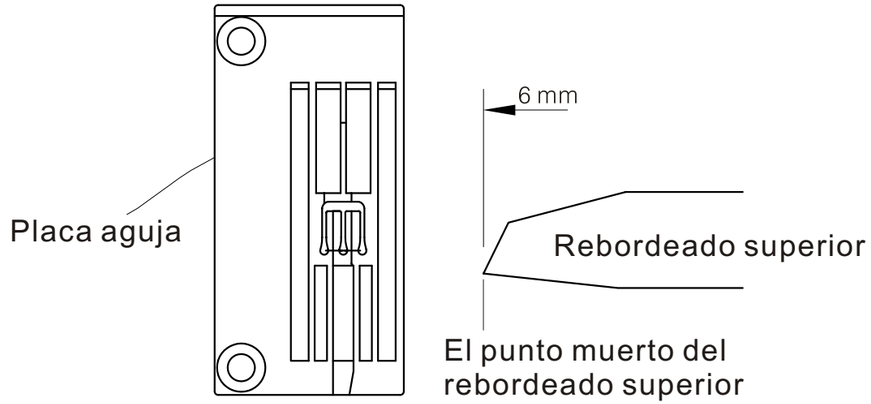

Fig. 48
3. La posición de la placa aguja, los rebordeadores superior e inferior se moverán juntos al lado de derecho de la placa aguja unos 6mm, y se detendrán. Después de hacerlo el rebordeador inferior se moverá a la izquierda (Fig.48)